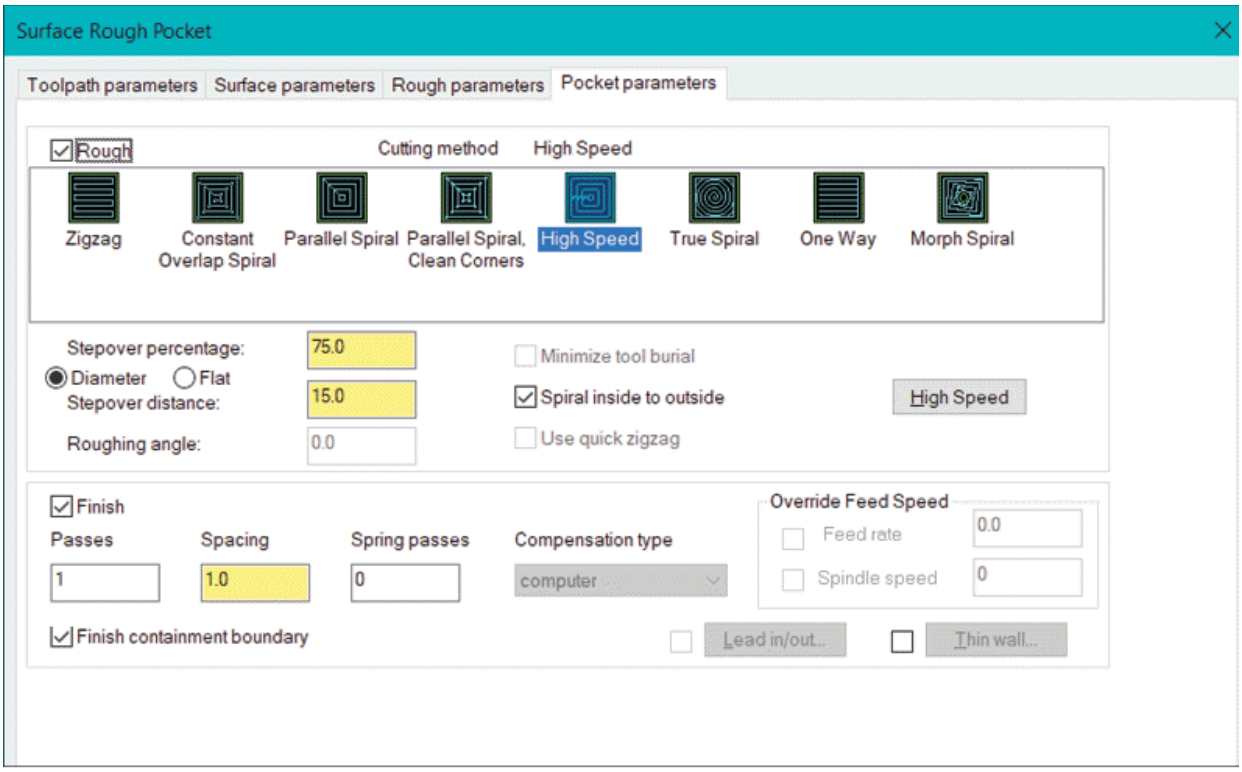

Figure-13. Pocket parameters tab
- Click on the **Pocket parameters** tab in the dialog box and select desired cutting method; refer to Figure-13.